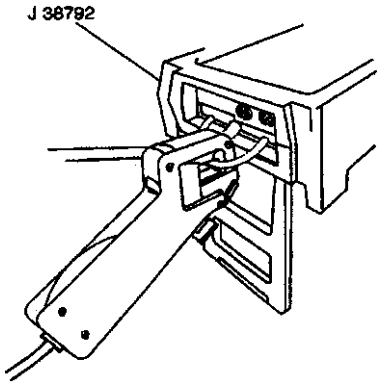

图 1－16　频闪平衡
(4) 频闪平衡 (见图 1－16)：EVA 可以频闪平衡旋转的部件。触发器接线位于 EVA 顶部，用于连接感应式便携频闪观测器。EVA 触发器上的频闪观测灯与振动频率相同。正时灯卡在触发器接线上。振动传感器必须连接输入 A。输入 B 没有闪频功能。按 STROBE 按钮，可起动闪频平衡功能。EVA 将询问一系列问题，以确定正确的滤波器范围：全部、低或高。低范围和高范围可防止其他振动干扰闪频灯的操作，仅在不得已时才使用全范围。按 YES 选择范围，按 NO 进入下一范围。振动/闪频频率必须在选择的范围内。EVA 将显示频闪观测器的频率、振幅和滤波器范围。现在，EVA 即可开始闪频平衡程序。